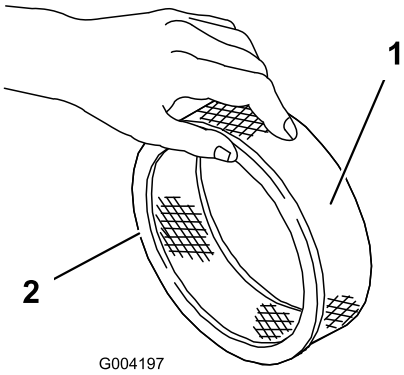

Figure 45
5. Vérifiez que l'élément en papier n'est pas déchiré ou couvert d'une pellicule grasse, et que le joint de caoutchouc n'est pas endommagé (Figure 45).
1. Glissez délicatement le préfiltre en mousse sur l'élément en papier (Figure 45).